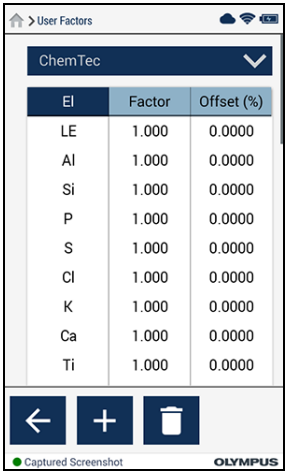

Рис. 2-20 Новый пользовательский фактор
3. Сверните клавиатуру и щелкните **OK** для отображения нового пользовательского фактора (см. Рис. 2-20 на стр. 33).